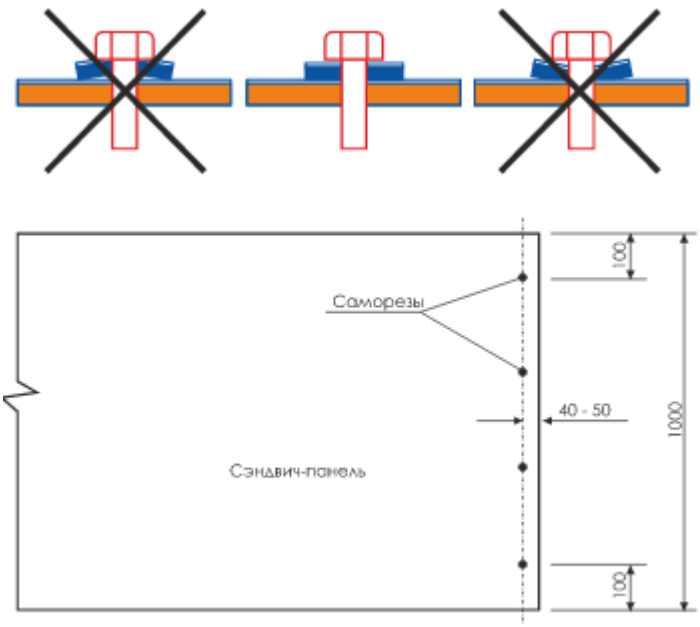

Рис. 9
4.8. Разметьте место сверления. Закрепите панель саморезами к несущим конструкциям, соблюдая расстояние (согласно проекту). Рекомендуемое положение показано на (рис. 9). Увеличение расстояний в стыке панелей и расстояний между саморезами и стыком недопустимо. В случае же увеличения расстояния, головка самореза будет мешать нормальной установке фасонных элементов.